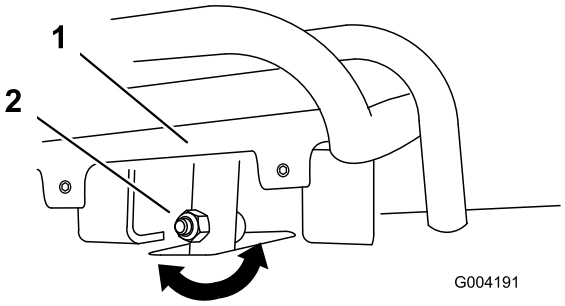
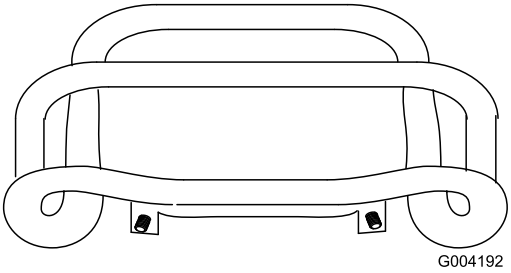

Figuur 52
Figuur 53
4. Als de voorzijde van de tractiebediening niet gelijk en recht tegen de referentiebalk rust, draai dan de flensmoer en bout van de tractiebediening los (Figuur 52).
5. Stel de tractiebediening zo af, dat deze gelijk en recht tegen de referentiebalk rust als de bediening recht naar achteren wordt getrokken (Figuur 52 en Figuur 53).